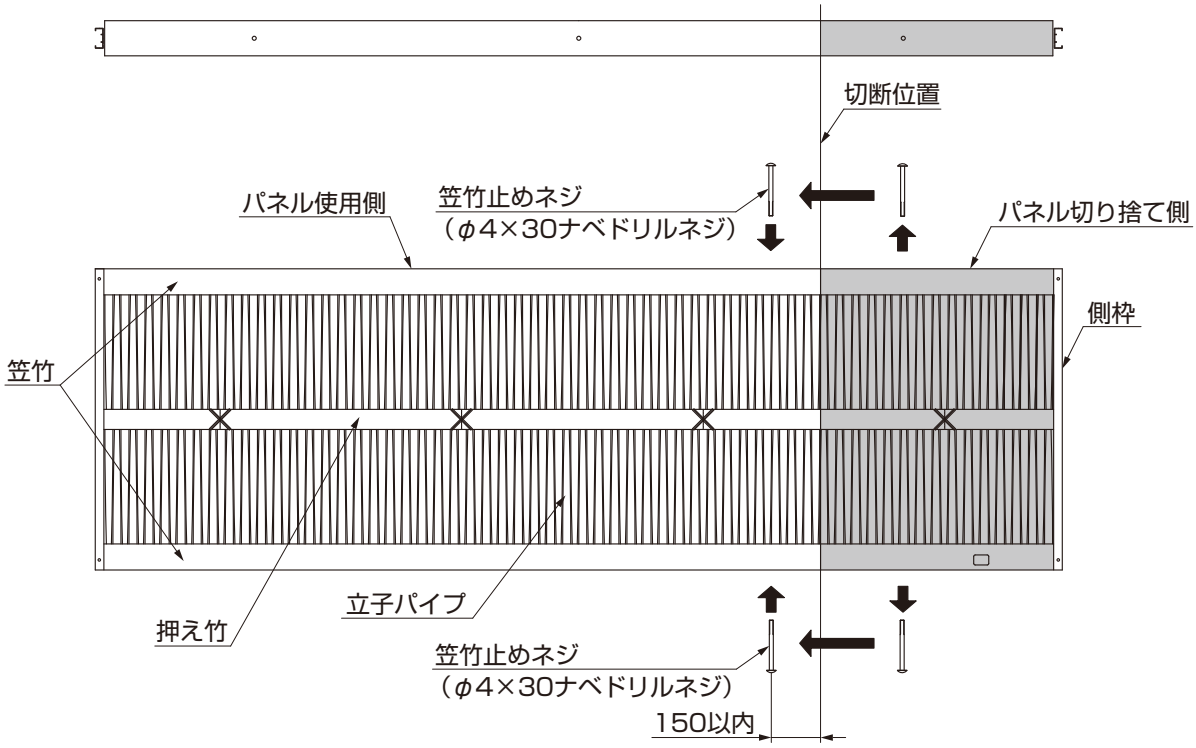

図2-1
①「笠竹止めネジ」をパネル切り捨て側から取り外し、パネル使用側のパネル切断位置から150mm以内の笠竹にネジ止めしてください。（図2-1参照）
②パネル本体を切断位置で切断してください。（図2-1参照）